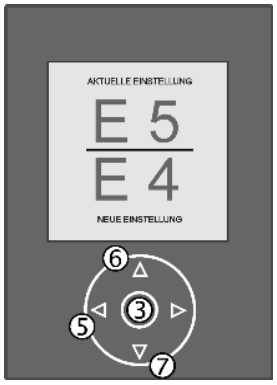

Fig. 33
▶ Wasserzulaufzeit verkürzen: Taste auf *Fig. 33 (6)* drücken.
▶ Wasserzulaufzeit verlängern: Taste ab *Fig. 33 (7)* drücken.